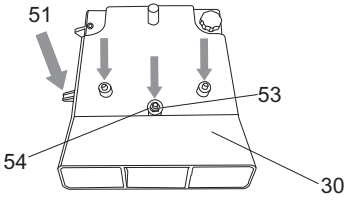

Fig. 12
> Tome nota de la “lengüeta” (51) ya que este es el punto que activa el interruptor de bloqueo (52) y permite a la cepilladora-regruesadora funcionar de manera segura. (Fig. 12 y 13)
> Afloje la tuerca (53) con la llave de 10 mm suministrada, y a continuación retírela junto con la arandela plana 8 (54). (Fig. 12)